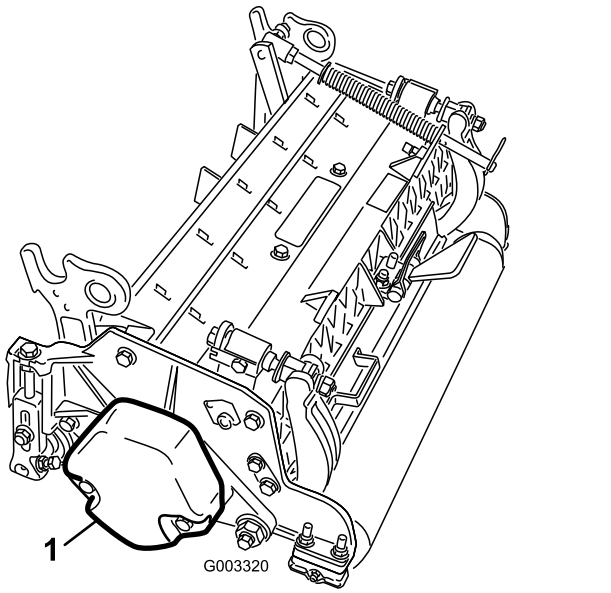

Figur 4
4. Sørg for, at kontravægten (Figur 4*) er monteret i den rigtige ende af klippeenheden som beskrevet i betjeningsvejledningen til klippeenheden*.